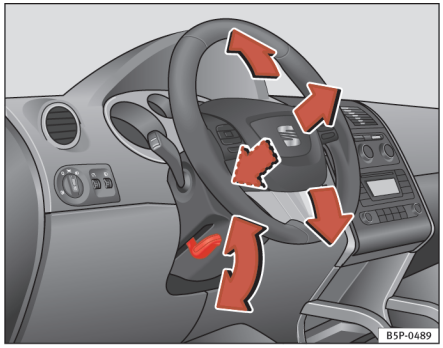

Fig. 115 Indstilling af rat
– Drej armen ⇒ fig. 115 under ratstammen nedad ⇒ ⚠.